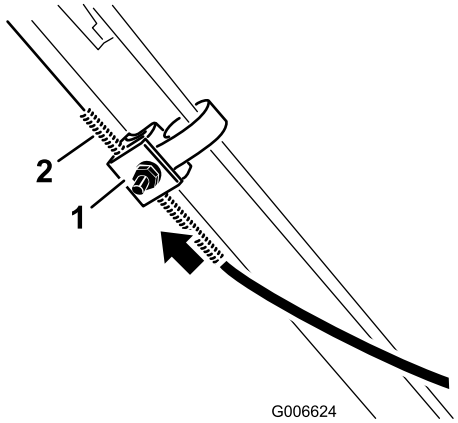

**Figur 29**
4. Skub kabelkappen 5 mm opad (Figur 29).